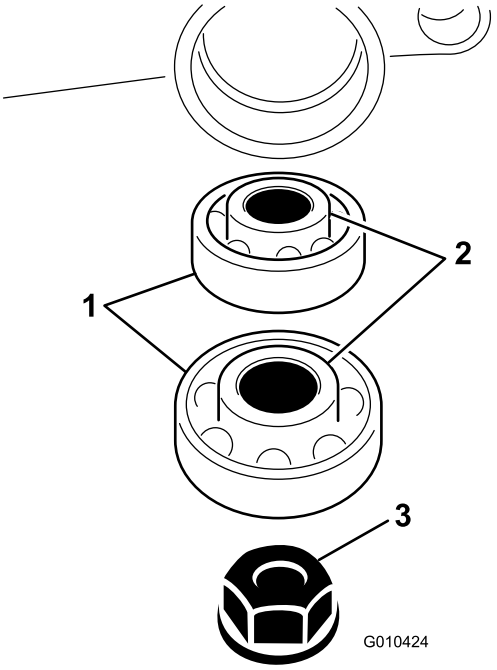

**Figura 10**
10. Coloque los cojinetes en el eje del acondicionador, en la carcasa del acondicionador (Figura 10).
11. Sujete el eje del acondicionador a la carcasa del acondicionador con una tuerca (3/8"), según se muestra en Figura 10.